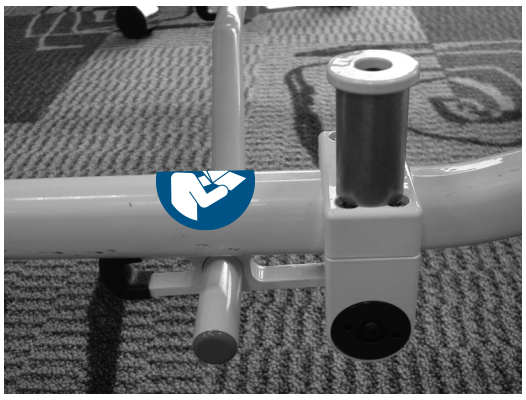

Figura 40
2. O operador 2 desliza a maca ligeiramente para a frente para garantir que o descanso retrai automaticamente, conforme ilustrado na Figura 40.